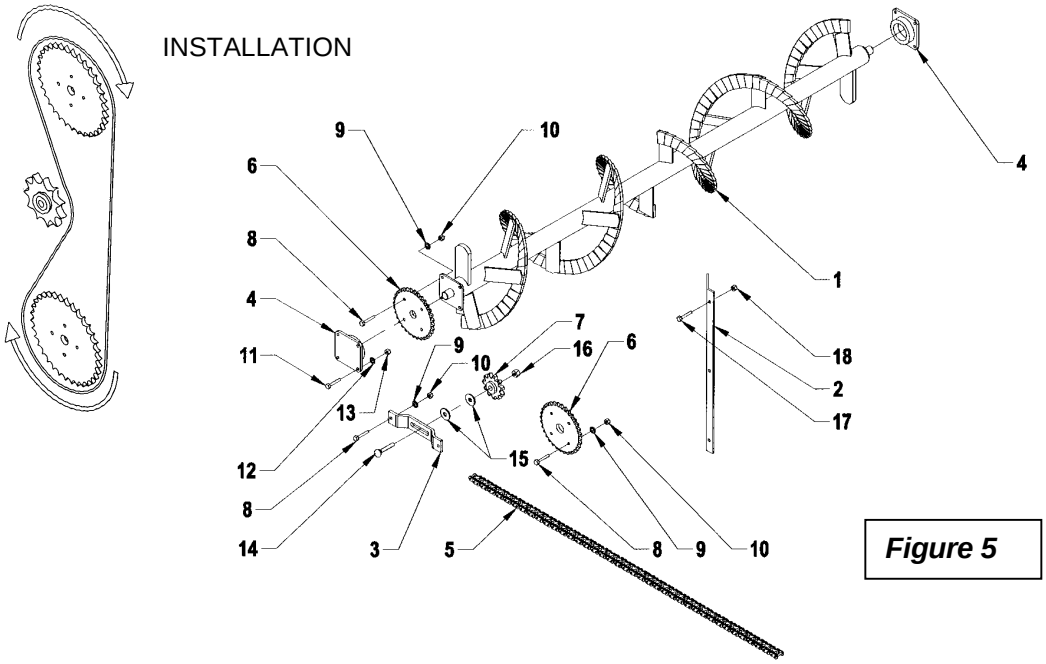

Figure 5
(Figure 5)
2. Insérer les nouveaux pignons (item 6) sur les deux vis.
4. Installer le pignon tendeur (item 7) sur le support (item 3) tel qu'illustré. Assembler le support à l'intérieur de la souffleuse dans les trous pré-percés.
5. Installer la chaîne (item 5) tel qu'illustré à la figure 5. Aligner les pignons des vis avec le pignon tendeur et resserrer les vis des roulements pour stabiliser les vis en place.
6. Installer le nouveau garde-chaîne (item 2) fourni avec la vis du haut optionnelle. Réinstaller la chaîne de la vis du bas ainsi que le garde-chaîne avant.